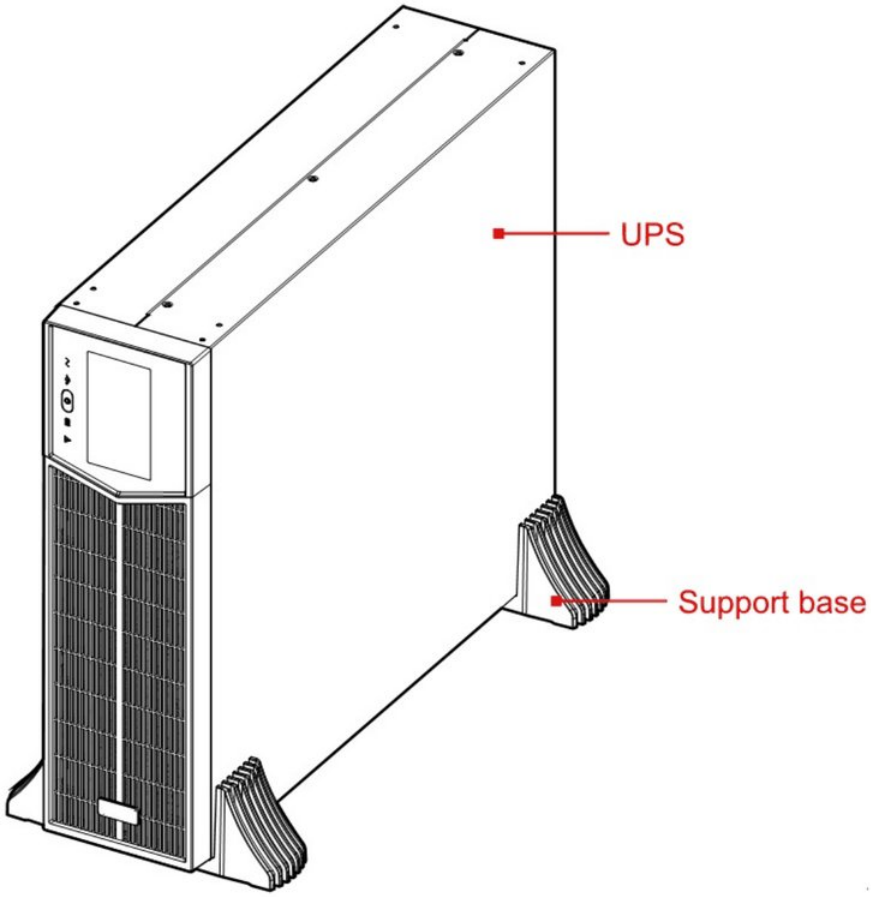

FIGURE 3-3 Placing the UPS
2. Place the UPS on the assembled base, as shown in Figure 3-3.